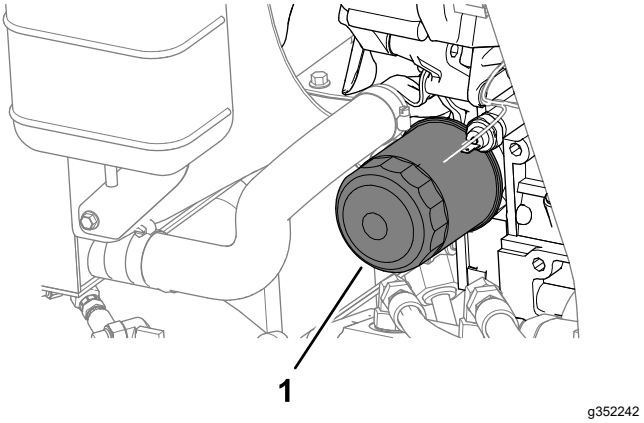

Rysunek 71
4. Wyciągnij filtr oleju (Rysunek 71).